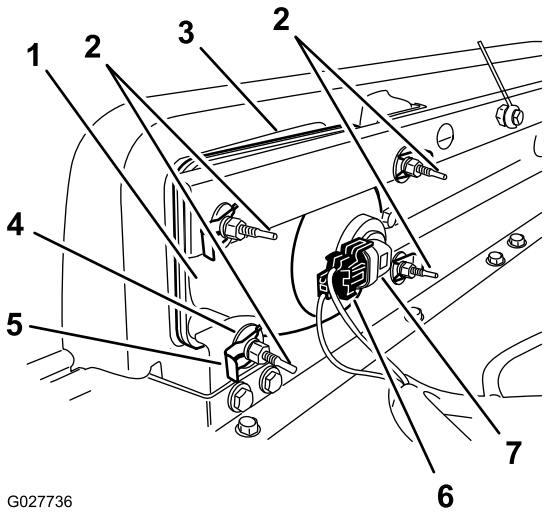

Figura 50
3. Desconecte el conector eléctrico del arnés de cables del conector del conjunto de la lámpara (Figura 50).
4. Retire los conectores rápidos y las arandelas que sujetan el faro al soporte del faro (Figura 50).
5. Retire el faro desplazándolo hacia adelante y pasándolo por el hueco del parachoques delantero (Figura 50).
6. Introduzca el faro nuevo a través del hueco del parachoques (Figura 50).
8. Conecte el conector eléctrico del arnés de cables al conector del conjunto de la lámpara (Figura 50).
2. En la parte trasera del faro, gire los tornillos de ajuste (Figura 50) para pivotar el conjunto y ajustar de la posición del haz de luz.